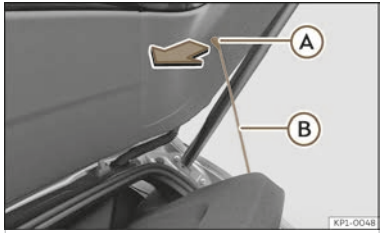

Fig. 184 In the luggage compartment: removing and installing the shelf.
- Detach the cord loops ››› **Fig. 184** Ⓑ from their hooks Ⓐ.
- Attach the securing straps ››› **Fig. 184** Ⓑ onto the rear lid.